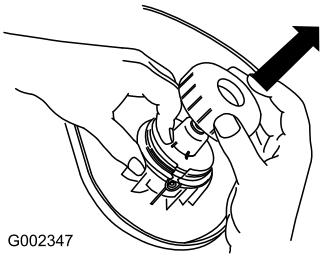

Figure 13
2. Déposez le chapeau et la bobine (Figure 13).